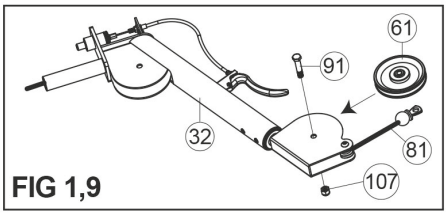

FIG 1,9
Befestigen Sie eine Rolle am Basisrahmen (1) in der Nähe des Gewichtsblocks, wie in FIG1 dargestellt. Das Kabelende mit der Kugel muss in Richtung Gewichtsblock zeigen. Führen Sie das Kabel dann auf dem folgenden Weg in die Gewindefassung der Einzelrollenhalterung (27):